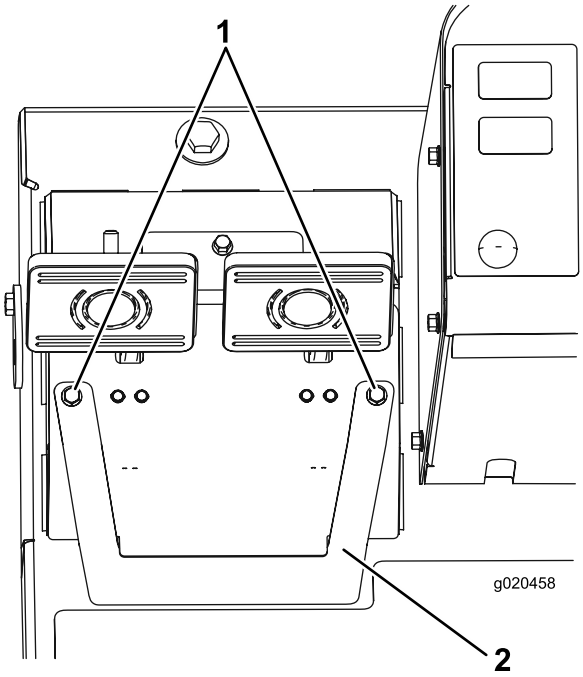

Figur 67
A. Lossa de två monteringsskruvarna och ta bort bromsjusteringslocket (Figur 67).